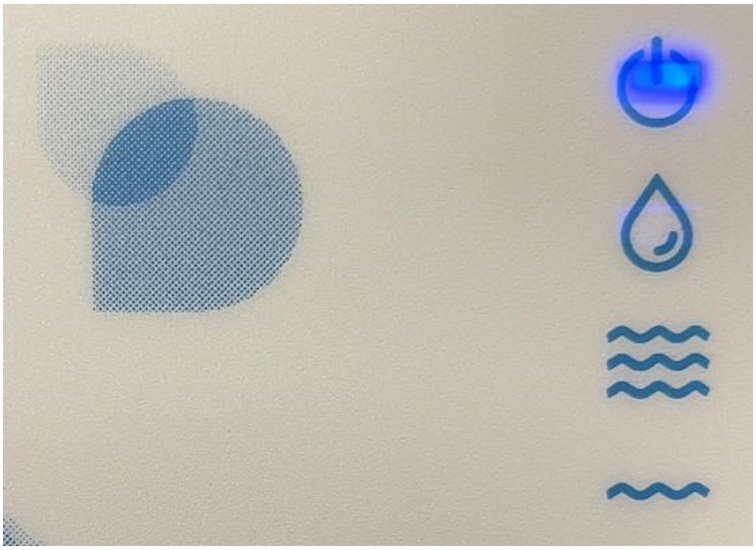

Figura 1 – Estado Conectado Nivel Normal
i. **Nível Normal** – el nivel se considera normal cuando el agua está por encima del nivel mínimo (es decir, la sonda MIN y NORMAL están dentro del agua) y por debajo del nivel máximo (es decir, la sonda MAX y NHIGH están fuera del agua). En esta situación, el equipo no realiza ninguna acción y solo se enciende la luz de «ENCENDIDO» (figura 1).